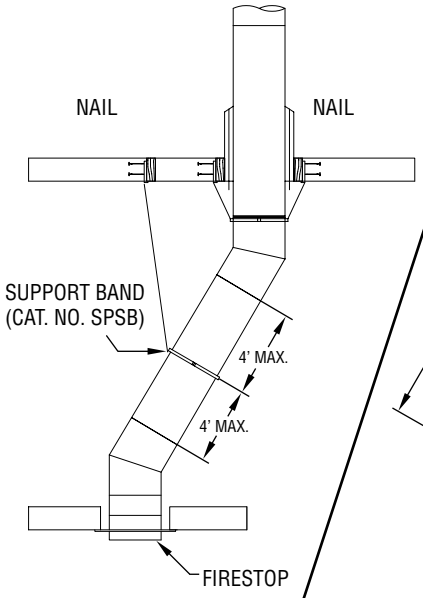

Figure 30
2. Attach the elbow(s) to the chimney pipe or other support part and push to lock. Using the offset chart, add chimney sections between the elbows. A support band (SPSB) is required at the upper elbow of the pair to support the load, as shown in ***Figure 30***. Attach the upper elbow to bring the chimney back to vertical.